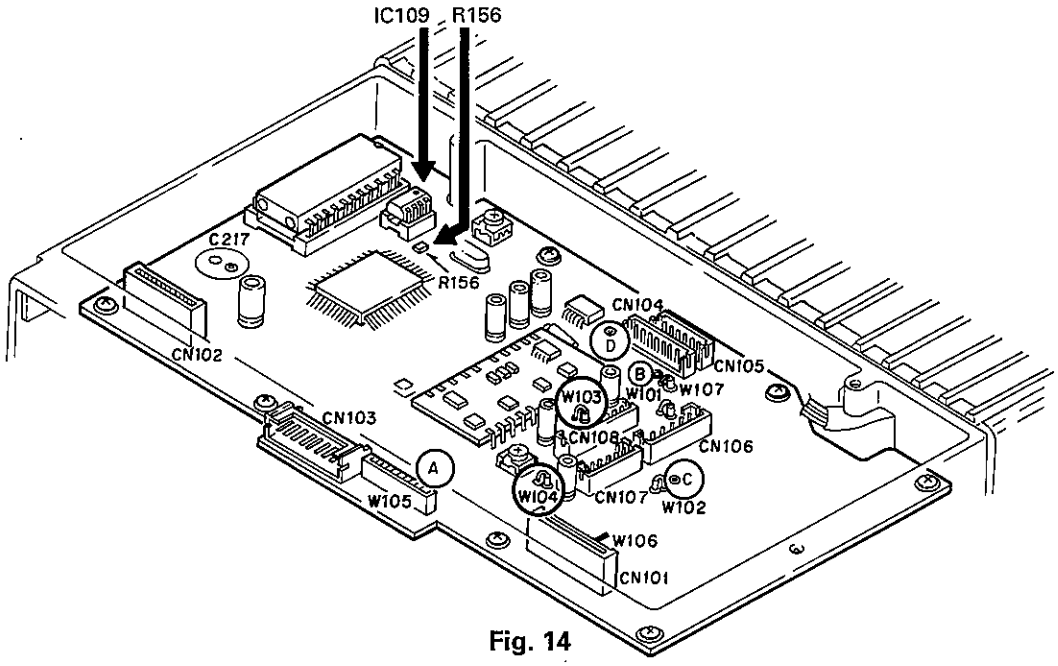

Fig. 14
2) Remove IC109 from the control unit (X57-3740 A/4) and install the KCH-5 EEPROM (X24C16PI) by soldering. (Fig. 14)
3) Remove R156 (R92-0670-05) of the control unit. (Fig. 14)
2) Remove IC109 (X24C04PI) of the control unit (X57-3740 A/4) from the socket, and install the KCH-5 (X24C16PI). (Fig. 14)